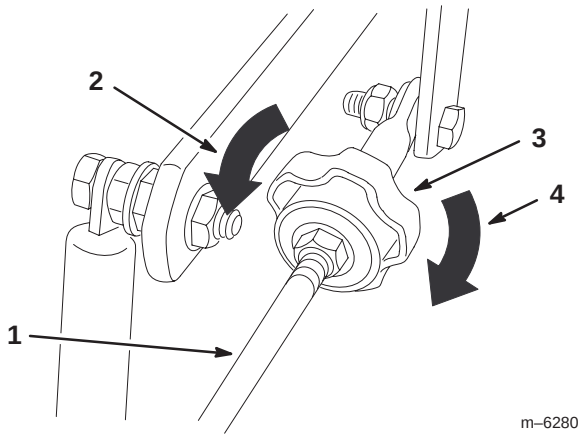

Figure 56
4. Pour que la machine tire à droite, tournez le bouton vers la droite de la machine (voir la figure 56).
5. Pour que la machine tire à gauche, tournez le bouton vers la gauche de la machine (voir la figure 56).